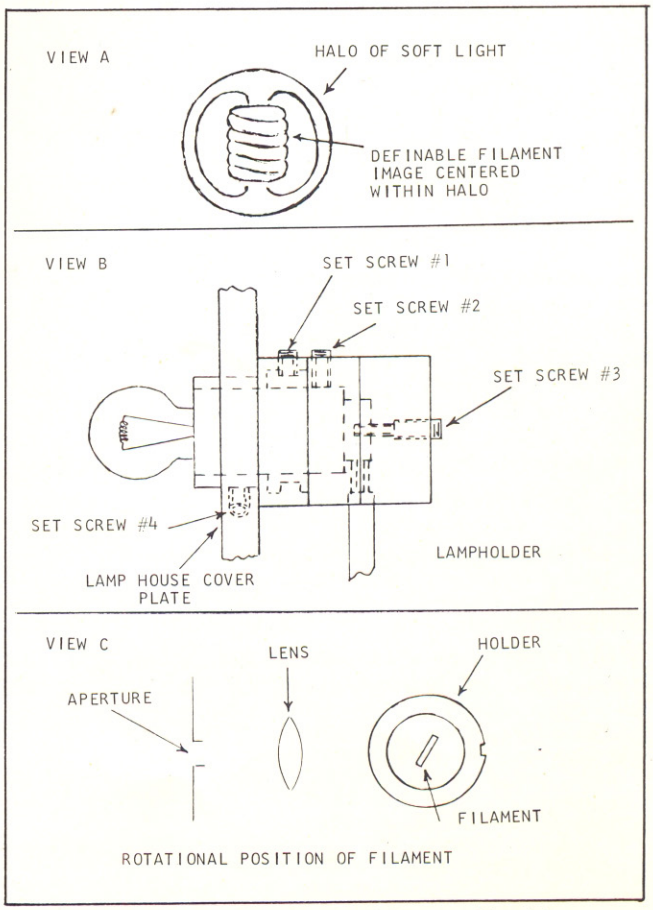

Figure 8. Replacement of Lamp, Checking Alignment and Adjustment of Lamp (6101-CS/16MM)
6101-CS/16 MM (Figure 8)
6101-CS/16 MM (Figure 8).
d. Check the filament to insure that it is centered laterally in the aperture. If image is off-center, adjust as follows, using Figure 8 as a reference.
(1) With lampholder firmly in place and screw #4 tightened, loosen setscrew #2 three-quarters turn.
(2) Turn screw #3 clockwise to move lamp in, or counterclockwise to move lamp out.
(3) When filament image is centered in the aperture, tighten setscrew #2 securely.